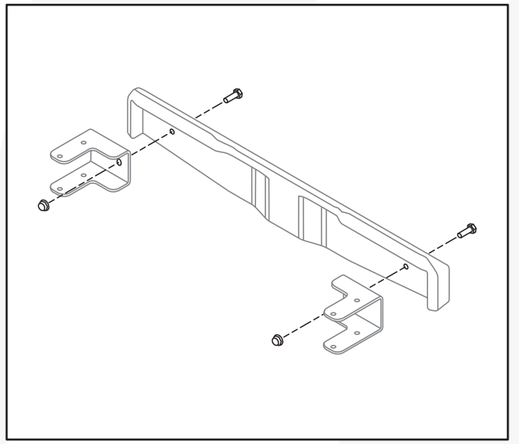

Fig. 14
1.Attach the mounting brackets to the counter weight with bolts (M10 x 30) and nuts (M10). (Fig. 14)